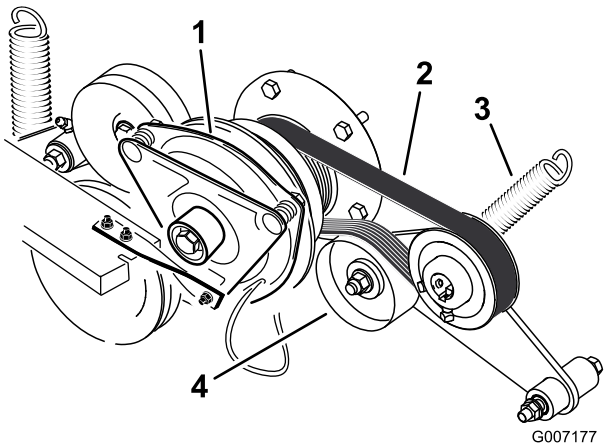

Figur 68
3. Tag fjederen af styrearmen (Figur 68).
4. Monter den nye rem omkring motorens og hydropumpens remskiver (Figur 68).
6. Monter fjederen på styrearmen (Figur 68).